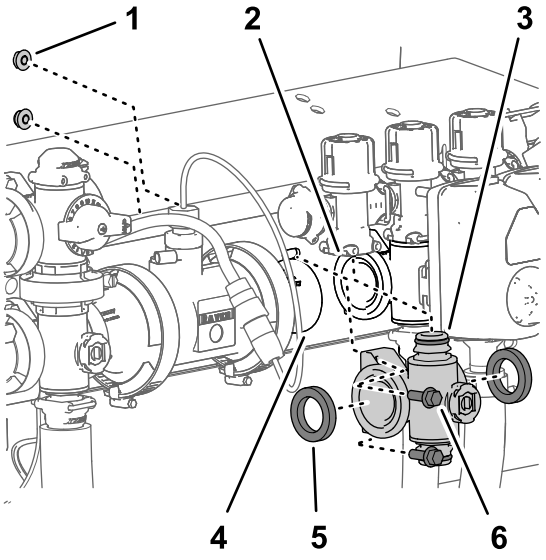

Figur 117
1. Rikta in de två packningarna som du tog bort i Ta bort sektionsventilens grenrör (sida 78) mot flänsarna på sektionsventilens grenrör (Figur 117).
2. Rikta in flänsen på sektionsventilens grenrör mellan flänsarna på de andra sektionsventilerna och/eller kopplingsadaptern (Figur 117).
3. Montera snabbanslutningsfästet för sektionsventilens grenrör på sektionsöverströmningsventilens snabbkopplingsuttag med en snabbkopplingstapp (Figur 117 och Figur 118).
5. På ventilgrenrören för vänster respektive höger sektion monterar du sektionsventilens grenrör på ventilstödet (Figur 117) med de två flänsskruvarna (¼ x ¾ tum) och flänslåsmuttrarna (¼ tum) som du tog bort i Ta bort sektionsventilens grenrör (sida 78).